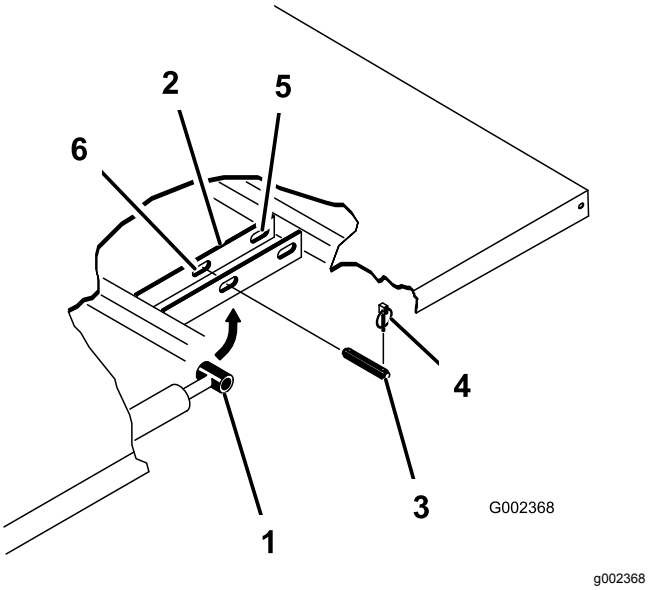

**Figur 3**
4. Tag ringstifterne af de yderste ender af cylinderstangens gaffelbolte (Figur 3).
5. Afmonter de gaffelbolte, der fastgør cylinder-stangens ender til ladmonteringspladerne, ved at skubbe boltene indad (Figur 3).